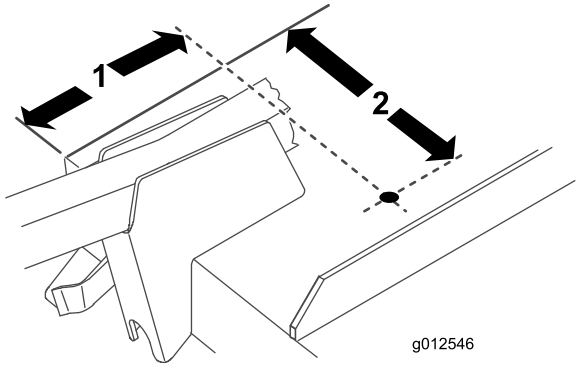

Figuur 18
1. Maak gebruik van de afmetingen die worden getoond in Figuur 18 en markeer en boor een opening met een diameter van 13/32 inch in het maaidek. De getoonde afmetingen zijn van de hoek rechts vooraan aan het maaidek en van de rand van de grasgeleideropening. Voor de duidelijkheid zijn de blazerbeugels verwijderd.